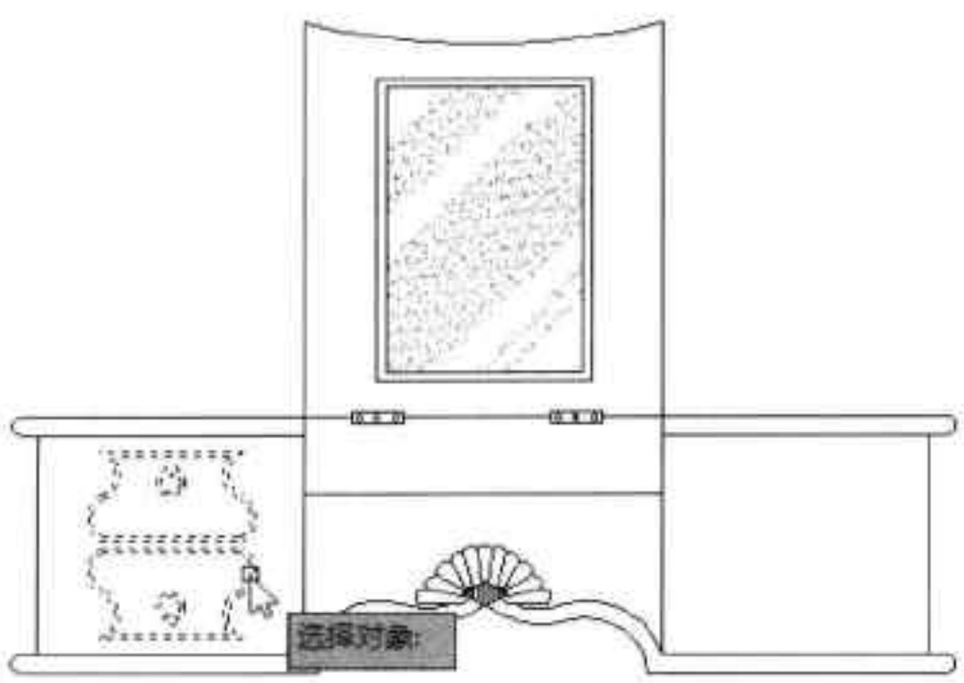

图6-14 选择复制图形
Step 01 执行“复制”命令，根据命令行提示，选中所需复制的图形对象，如图 6-14 所示。